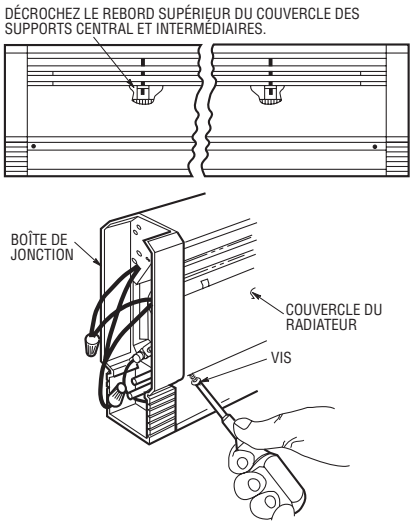

Figure 4. Dépose du couvercle frontal
4. Déposez le couvercle frontal du radiateur en enlevant les vis aux coins inférieurs. Tirez le bord inférieur du couvercle vers l'extérieur et soulevez-le pour le dégager de la boîte de jonction. Répétez cette opération à l'autre extrémité. Décrochez le rebord supérieur du couvercle des supports central et intermédiaires (voir la figure 4).